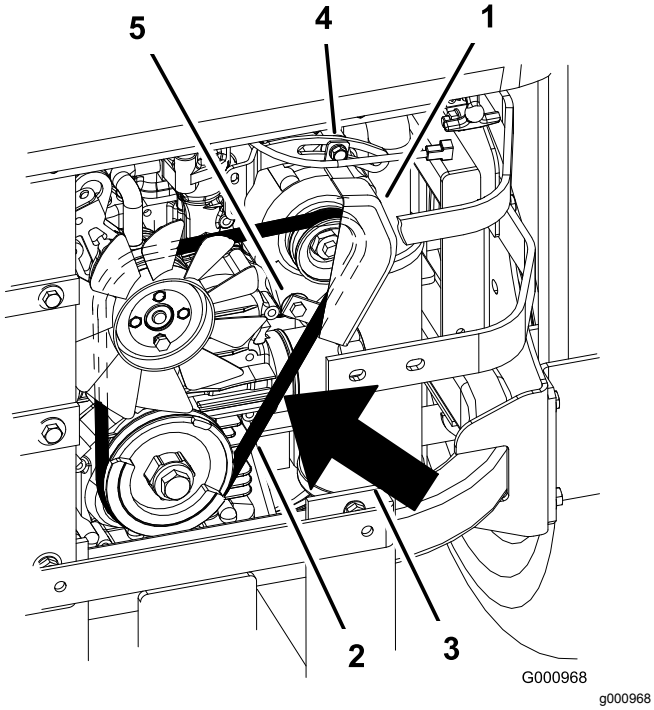

Rysunek 88
2. Przesuwaj alternator na zewnątrz, aż pasek między silnikiem a alternatorem będzie miał ugięcie od 7 do 9 mm przy nacisku 98,3 N (Rysunek 88).
5. Jeśli ugięcie jest prawidłowe, dokręć górną i dolną śrubę (Rysunek 88).